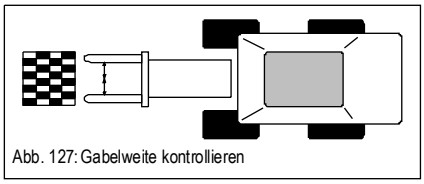

Abb. 127: Gabelweite kontrollieren
- Kontrollieren Sie den Abstand der Gabelzinken zur Mittellinie (gestrichelte Linie in *Abb. 127*)